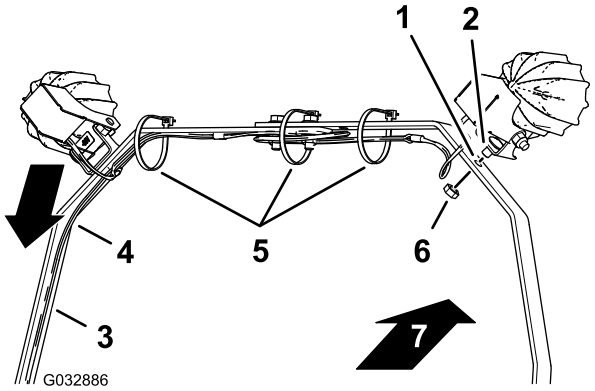

Figuur 12
1. Plaats de lampen zodat de lenzen naar de voorzijde van de machine wijzen (Figuur 12).
2. Voer de kabelboom langs de linker steun voor de lampset, zoals in Figuur 12.
3. Lijn de korte slotbout en moer van de voet van de LED-lamp uit met het gat in de steun voor de lampset (Figuur 12).
4. Monteer de LED-lamp op de steun voor de lampset, met de korte slotbout en moer (Figuur 12).
7. Zet de kabelboom op de steun vast met de kabelbinders, zoals in Figuur 12.